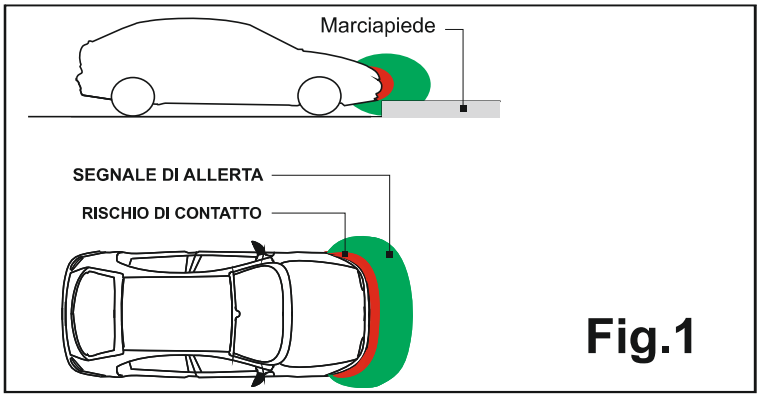

Fig.1
Una volta attivato l'EPS-FRONT 4.0 genera intorno al paraurti, su cui è installato, una zona di protezione (Fig1). Quando un qualsiasi ostacolo, presente nella zona di protezione, tende ad avvicinarsi al paraurti si udrà una serie di segnali acustici.
- *Le distanze indicate variano a seconda della dimensione dell'ostacolo, e corrispondono alla zona centrale del paraurti mentre sugli spigoli laterali la distanza è inferiore (Fig.1).*
In presenza di pioggia di una certa intensità, il sistema riduce automaticamente la sua sensibilità onde eliminare una parte di falsi allarmi che possono essere generati dal movimento di acqua sul paraurti. In questa situazione potrebbe venire eliminata la zona di **allarme** e mantenuta soltanto la segnalazione di **rischio di contatto** (Fig. 1).